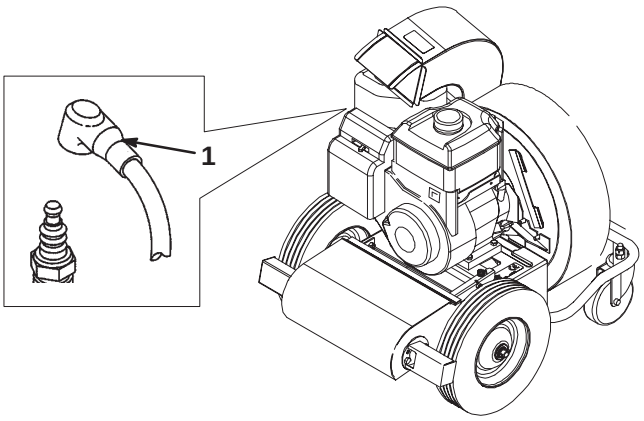

Bild 18
Ziehen Sie vor dem Beginn von Wartungsarbeiten den Zündkerzenstecker ab (Bild 18). Schieben Sie außerdem den Kerzenstecker zur Seite, damit er nicht versehentlich die Zündkerze berührt.
2. Stellen Sie die Maschine auf einer ebenen Fläche ab, stellen den Motor ab und ziehen den Zündkerzenstecker (Bild 18).
2. Ziehen Sie den Kerzenstecker von der Zündkerze (Bild 18).
3. Stecken Sie den Zündkerzenstecker wieder auf die Zündkerze auf (Bild 18).